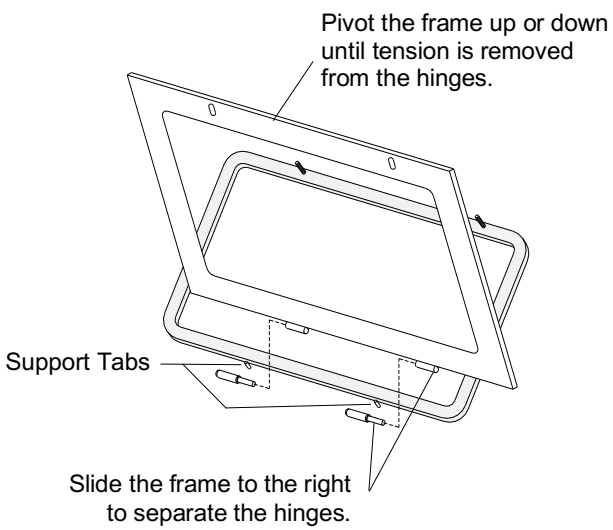

Figure 35
7.7 Window-Frame Removal – Figure 35
7.7.4 Slide the frame to the right to remove. The hinges separate, as shown in Figure 35.